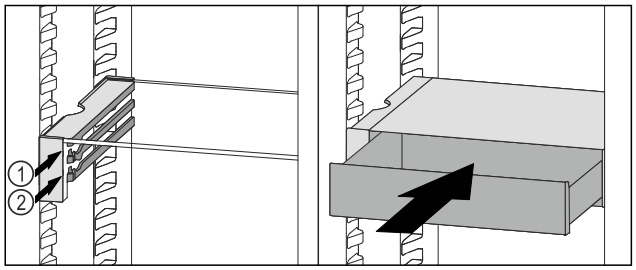

*Fig. 182*
- ▶ Așezați sertarul VarioSafe în spatele opritoarelor pe nervura dorită *Fig. 182 (1)* sau *Fig. 182 (2)*.